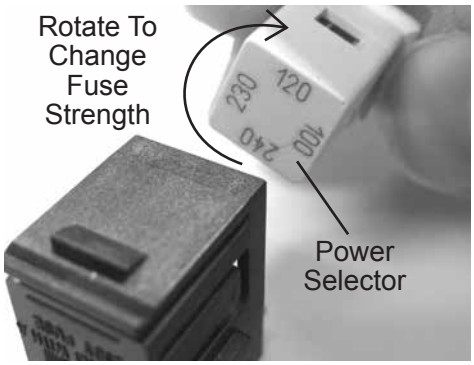

Figure IN-13 Power Selector
2. Remove the white Power Selector from the Fuse Holder and rotate the Power Selector to the desired max power value. Refer to Figure IN-13.
Note: There are four Max Power settings; 100, 120, 230 and 240. Refer to Figure IN-13.